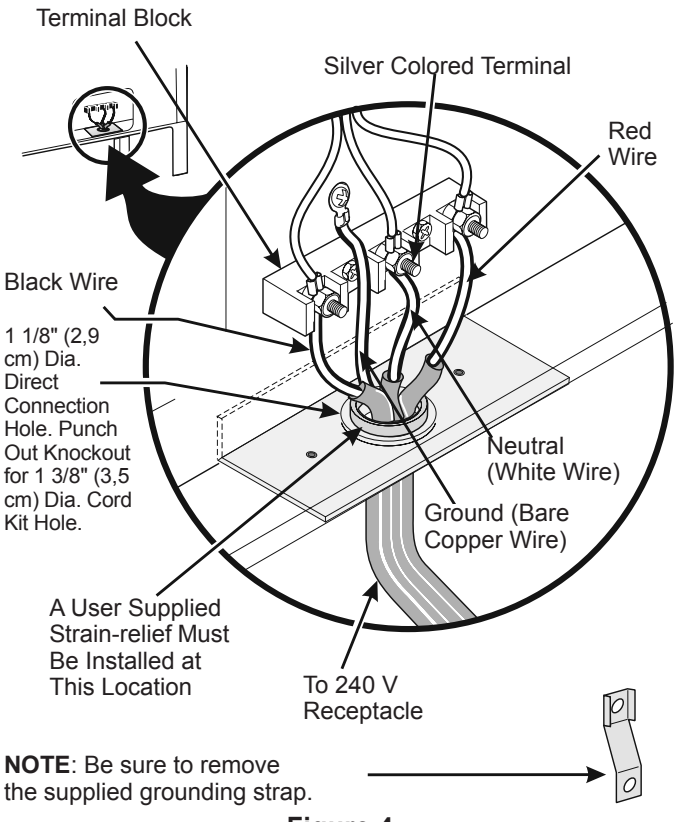

Figure 4
Where local codes does NOT permit connection of the frame grounding conductor to the neutral wire of the copper power supply cord (see Figure 4):
3. Using the nuts supplied with the literature package, connect the ground wire (green) of the copper power supply cord to the frame of the appliance with the ground screw, using the hole in the frame where the ground strap was removed (see Figure 4).
If the appliance is connected directly to the circuit breaker, fuse box or junction box, use flexible, armored or nonmetallic sheathed copper cable (with grounding wire). Supply a U.L. listed strain-relief at each end of the cable. At the appliance end, the cable goes through the Direct Connection Hole (see Figure 4) on the Cord Mounting Plate. Wire sizes **(copper wire only)** and connections must conform to the rating of the appliance.